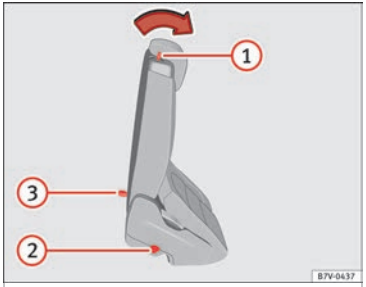

Afb. 158 Tweede zitrij: bedieningselementen van de toegangshulp.
- De hendel ››› **afb. 158** (1) naar voren duwen en de rugleuning van de stoel achterin omlaag klappen. De stoel achterin wordt helemaal naar voren geklapt ››› ⚠ en kan steeds in de lengterichtingnaar voren geschoven worden.
- De stoel achterin moet goed zijn vastgeklikt, opdat de beschermende werking van de veiligheidsgordels op de achterbank is gegarandeerd. De rode markering ››› **afb. 158** (2) mag niet zichtbaar zijn ››› ⚠ **in Achterbank als laadoppervlak neerklappen op pag. 159**.
Indien de hendel ››› **afb. 158** (1) niet werkt, bijvoorbeeld na een ongeval, kunnen vanuit de derde zitrij de stoelen van de tweede zitrij naar voren geklapt worden om het verlaten van de wagen vanuit de derde zitrij te vereenvoudigen ››› ⚠.
- Trek de hendel ››› **afb. 158** (3) naar achteren en klap de rugleuning van de stoel achterin naar voren. De volledige zitting wordt naar voren geklapt ››› ⚠.
- **Een rode markering aan bestuurderszijde ››› afb. 158 ② waarschuwt ervoor dat de rugleuning niet is vastgeklikt. Wanneer de rugleuning correct vastklikt, verdwijnt de markering.**